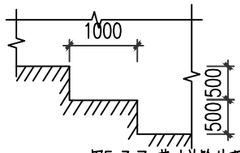

图5.3.7 基础放阶处理详图
5.3.7 基础持力层深度不同时，应按1：2放阶处理，详图5.3.7。